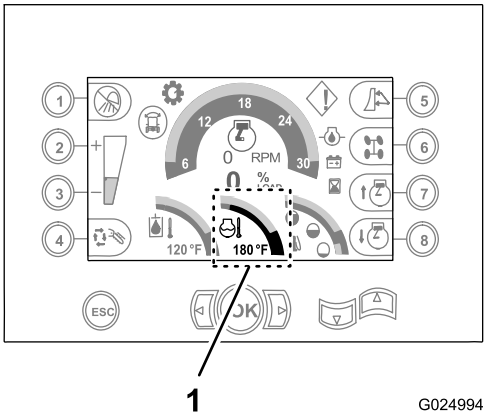

Figura 102
C. Opere o motor durante 5 minutos ou até o indicador de temperatura do líquido de arrefecimento na tela da central de comando indicar 82°C (180°F) e, em seguida, desligue o motor (Figura 102).